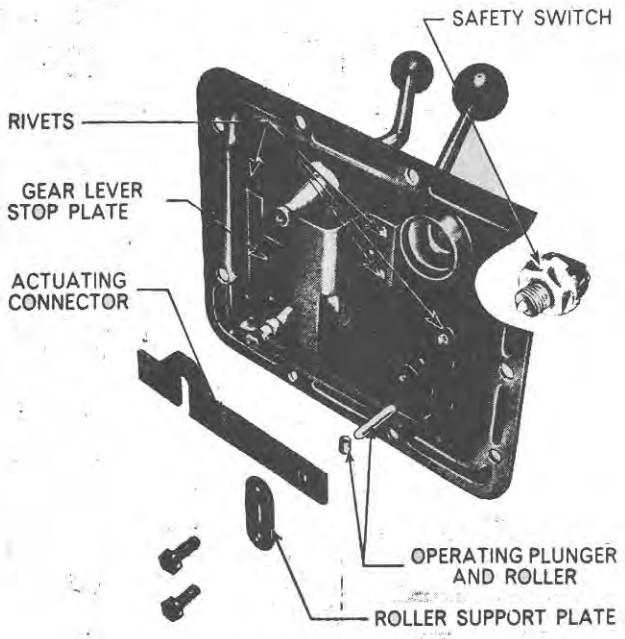

Figure 6
1. The gear shift lever cover is made of cast iron instead of pressed steel. The layout and components, however, differ only slightly from the pressed steel type, Figures 6 and 7.
2. Remove the two self-locking bolts retaining the roller support plate to the switch retainer. Remove the plate, the actuating connector, the roller and the plunger from their locations, Figure 6.
b. Position the switch actuating connector and install the operating plunger, roller, and roller support plate, Figure 6.